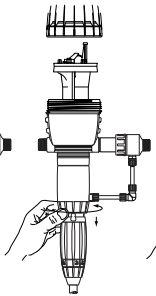

Abb. 20
- Motorkolben festhalten und den Saugkolben mit ¼ Drehung lösen (Abb. 20).